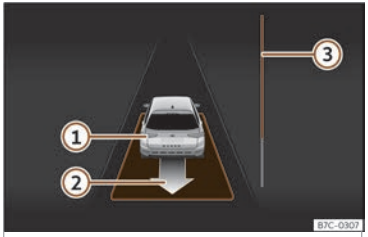

Fig. 178 Na pantalla do cadro de instrumentos:desaparcar dun espazo en liña.
- Retroceda ata que soe o sinal continuo del ParkPilot; **OU BEN:** vaia marcha atrás ata que na pantalla do cadro de instrumentos apareza a indicación de dar marcha adiante. A barra de progreso››› fig. 178 ③ indica a distancia a percorrer››› páx. 275 .